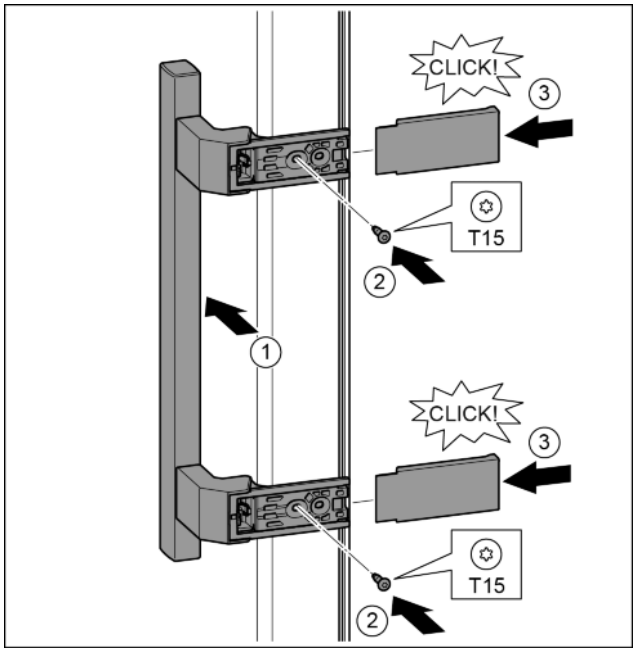

Fig. 20
- ▶ Position the handle on the other side. *Fig. 20 (1)*
- ▶ Tighten the screws with the T15 screwdriver. *Fig. 20 (2)*
- ▶ Position the covers on the side and push in. *Fig. 20 (3)*